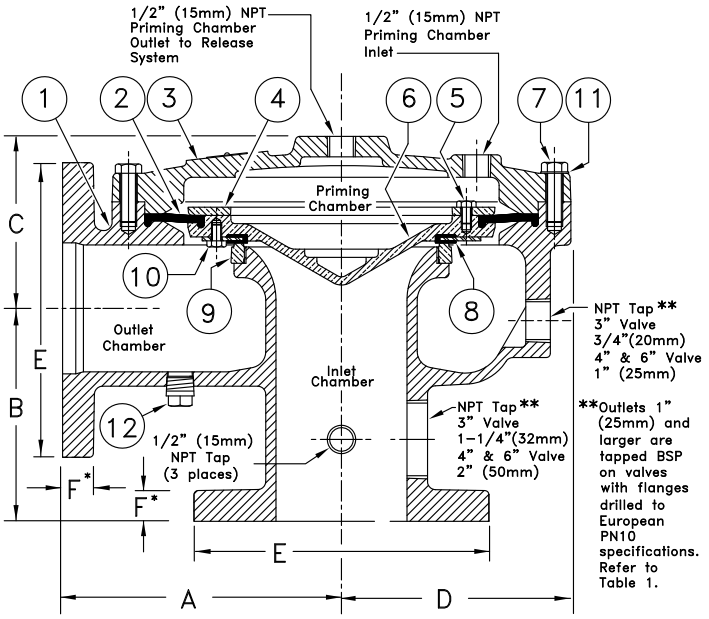

Figure 2 - Replacement Parts
b. Lift the cover (3) off the valve body (1) and gently set it aside.
F. Installing Replacement Parts and Valve Reassembly (Refer to Figure 2.)
a. Remove the old clapper assembly (2, 4, 5, 6, 7, 8, and 10) by placing a flat head screwdriver between the body (1) and the diaphragm rubber and then lifting the clapper assembly from valve body (1).
b. Inspect the seat (9).